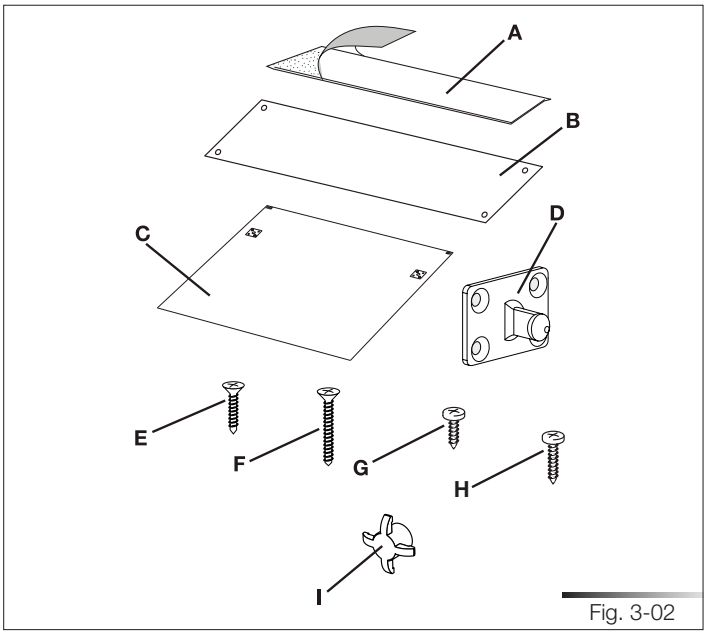

Fig. 3-02
- 1 protection contre la vapeur adhésive (selon les modèles) (rep. A, fig. 3-02) ;
- 1 protection contre la vapeur en acier (selon les modèles) (rep. B, fig. 3-02)* ;
- 1 gabarit de perçage pour panneau porte (rep. C, fig. 3-02) ;
- 2 crochets pour panneau porte (rep. D, fig. 3-02) ;
- 8 vis pour fixation crochets panneau porte (rep. E, fig. 3-02) ;
- 2 vis pour fixation porte (rep. F, fig. 3-02) ;
- 4 vis pour fixation aux parois adjacentes (rep. G, fig. 3-02) ;
- 2 vis fixation supérieure (rep. H, fig. 3-02) ;
- 2 cache-vis (rep. I, fig.3-02) ;